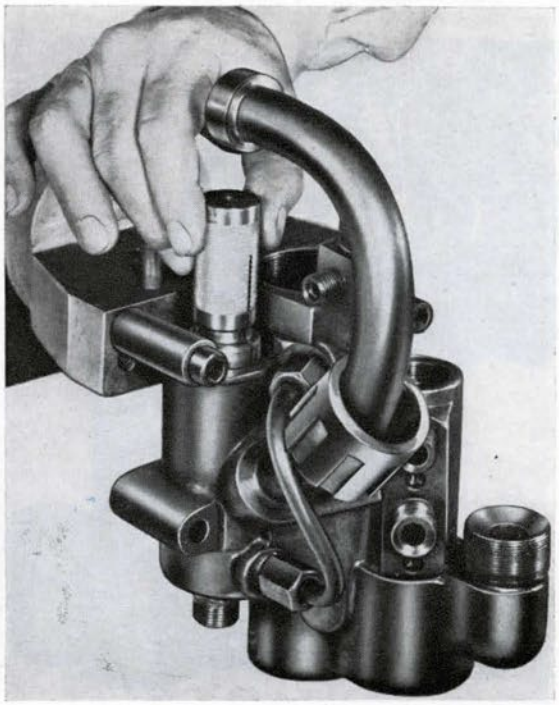

Figure 171A
*(d) Lap hole for valve (Fig. 171A). **(WE53)**